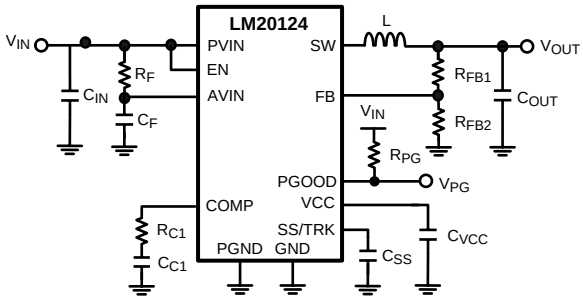

Figure 25. Typical Application Circuit
The LM20124 switching regulator features all of the functions necessary to implement an efficient low voltage buck regulator using a minimum number of external components. This easy to use regulator features two integrated switches and is capable of supplying up to 4A of continuous output current. The regulator utilizes peak current mode control with nonlinear slope compensation to optimize stability and transient response over the entire output voltage range. Peak current mode control also provides inherent line feed-forward, cycle-by-cycle current limiting and easy loop compensation. The fixed 1 MHz operating frequency minimizes the inductor size while still achieving efficiencies up to 96%. The precision internal voltage reference allows the output to be set as low as 0.8V. Fault protection features include: current limiting, thermal shutdown, over voltage protection, and shutdown capability. The device is available in the TSSOP 16-pin package featuring an exposed pad to aid thermal dissipation. The LM20124 can be used in numerous applications to efficiently step-down from a 5V or 3.3V bus. The typical application circuit for the LM20124 is shown in Figure 25 in the design guide.
This section walks the designer through the steps necessary to select the external components to build a fully functional power supply. As with any DC-DC converter numerous trade-offs are possible to optimize the design for efficiency, size, or performance. These will be taken into account and highlighted throughout this discussion. To facilitate component selection discussions the circuit shown in Figure 25 below may be used as a reference. Unless otherwise indicated all formulas assume units of amps (A) for current, farads (F) for capacitance, henries (H) for inductance and volts (V) for voltages.
To prevent high frequency noise spikes from disturbing the sensitive analog circuitry connected to the AVIN and AGND pins, a high frequency RC filter is required between PVIN and AVIN. These components are shown in Figure 25. as C_F and R_F. The required value for R_F is 1Ω. C_F must be used. Recommended value of C_F is 1.0 µF. The filter capacitor, C_F should be placed as close to the IC as possible with a direct connection from AVIN to AGND. A good quality X5R or X7R ceramic capacitor should be used for C_F.